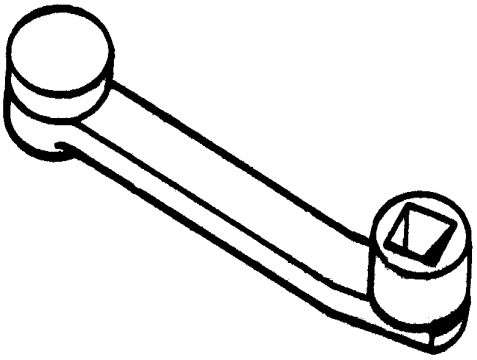

Figure 11. 6797637 Torquemeter–to–Safety Coupling Mounting Bolt Box Wrench
j. Apply a mixture of SAE–AMS–M–7866 and MIL–PRF–23699 to bolt threads and install locktabs (5) and bolts (6). Torque bolts to 300–350 lb in. using 6797637 box wrench (figure 11). (QA)
k. Bend locktabs forward over bolt heads to secure bolts. (QA)